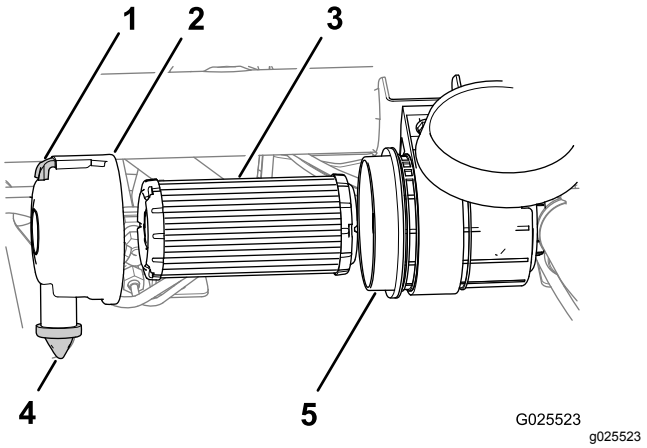

Figur 40
1. Trekk låsen utover, og drei luftfilterdekslet mot urviseren (Figur 40).
3. Fjern luftfilteret fra huset (Figur 40).
4. Tørk av innsiden av luftfilterdekselet og -huset (Figur 40).
5. Fjern gummistøvventilen fra dekslet (Figur 40).
6. Rengjør smussutstøtningsporten i luftrenserdekselet, hulrommet for støvventilen og skift så ut støvventilen (Figur 40).
8. Sett inn det nye luftfilteret ved å påføre lett trykk på den utvendige kanten av filteret for å sette det på plass i luftfilterhuset (Figur 40).
9. Monter luftfilterdekselet med støvventilen plassert i klokken 6-stilling, sett fra venstre side av dekselet (Figur 40).
10. Fest luftfilterdekselets lås (Figur 40).